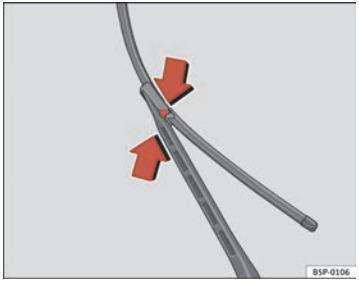

Fig. 169 Changing the front wiper blades
– Push the side buttons, free the blade and pull in the direction of the arrow ⇒ fig. 169.